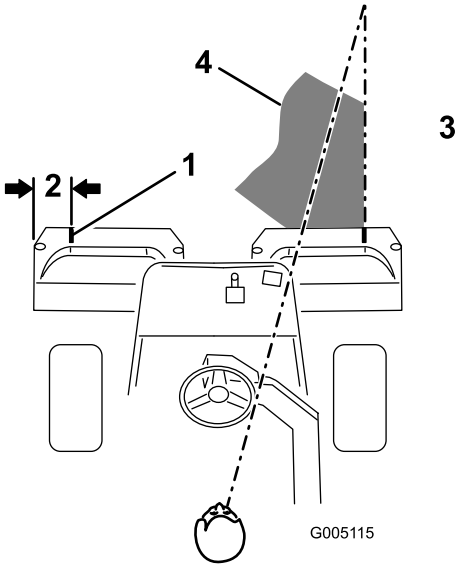
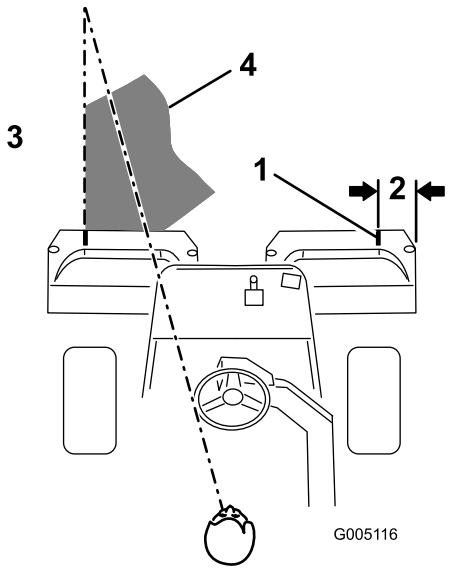

Figur 23
Figur 24
2. Fest en hvit tape eller mal en hvit stripe som løper parallelt med den ytre kanten på hver kurv (Figur 23).
3. Overlapp den forrige retursnarveien minimalt. For at du skal klippe i en rett linje over greenen og holde maskinen på lik avstand fra kanten på den forrige lengden du klippet, må du lage deg en siktelinje på ca. 1,8–3 m fremfor maskinen til kanten på den delen av greenen du ikke har klippet enda (Figur 23 og Figur 24). Noen synes at det hjelper å inkludere den ytre kanten på styrehjulet som en del av siktelinjen, dvs. holde kanten på styrehjulet i en rett linje i forhold til et punkt som alltid har samme avstand til fronten på maskinen (Figur 23 og Figur 24).